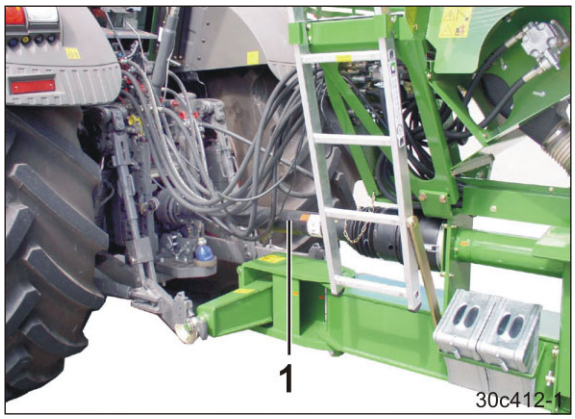

Fig. 65
6. Kobl kardanakslen (Fig. 65/1) med traktorens PTO-aksel.